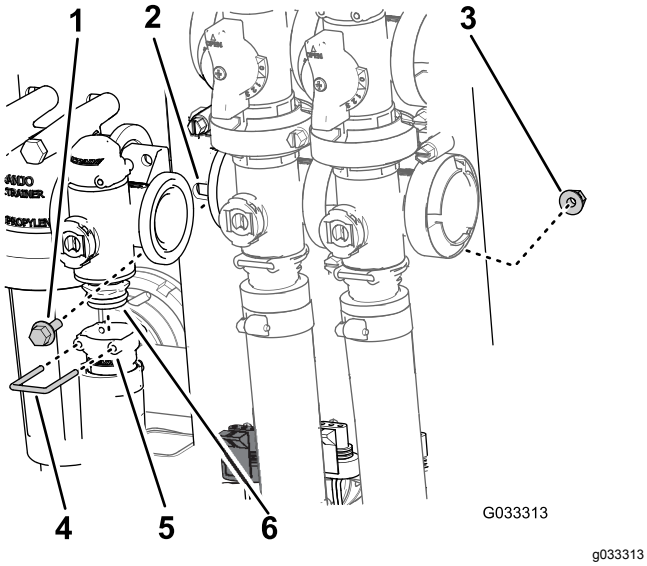

Rysunek 63
2. Zdejmij element ustalający mocujący złącze wylotu do rozgałęźnika zaworu regulacji dawki (Rysunek 63).
3. Odkręć 2 śruby kołnierzowe i nakrętki zabezpieczające kołnierzowe mocujące zawór regulacji dawki do jego wspornika, a następnie odkręć rozgałęźnik zaworu od maszyny (Rysunek 63).